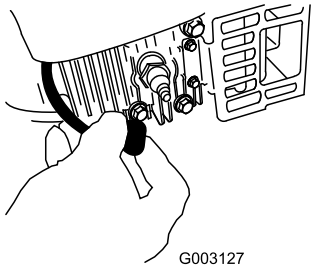

**Figuur 31**
2. Trek de bougiekabel los van de bougie (Figuur 31) alvorens onderhoudswerkzaamheden uit te voeren.